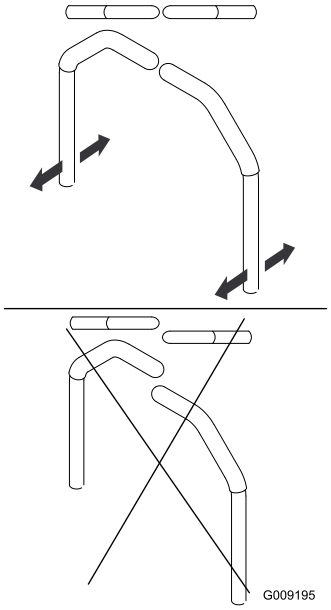

**Figuur 78**
4. Zet de hendels in de lengterichting door deze naar elkaar in de neutraalstand te brengen. Schuif de hendels tot ze op één lijn staan en draai de bouten vast (Figuur 78).